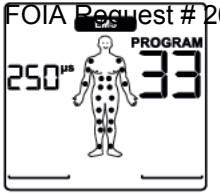

Fig. 2
- Select the desired impulse width using the **UP/DOWN** buttons and press the **ENTER** button to confirm (Fig. 2, example shows an impulse width of 250 µs).